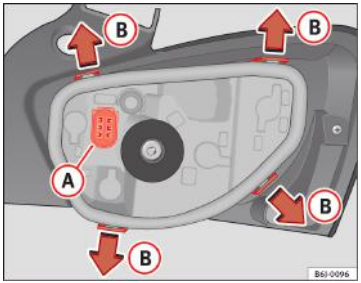

Fig. 162 Înlocuirea becurilor lămpilor spate
– Scoateți soclul becului, separându-l de carcasă. În acest scop, apăsați clemele Ⓑ în sensul săgeților ⇒ fig. 162.